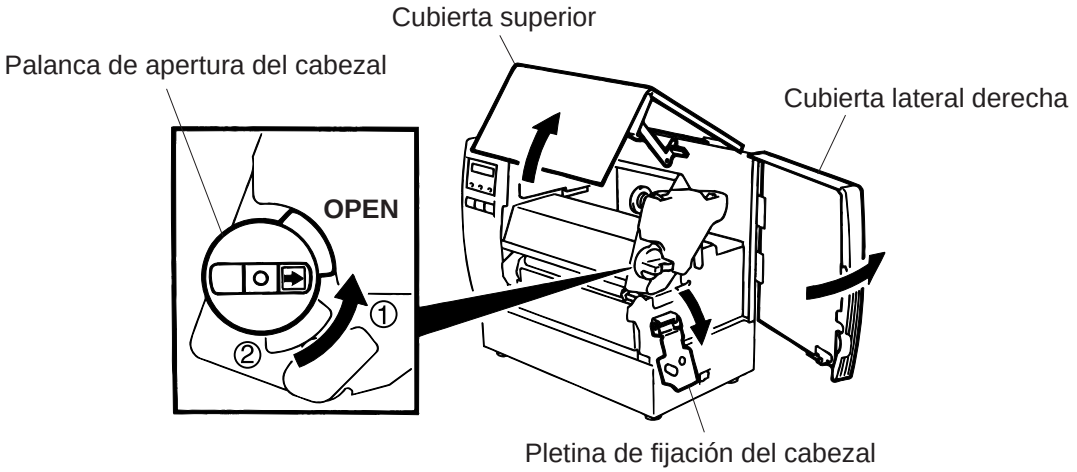

Fig. 7-1
9. Gire la palanca de apertura del cabezal a la posición adecuada dependiendo de papel utilizado. (Referido a la Fig. 7-1)
①: Etiquetas o cartulina fina.
②: Cartulina gruesa.